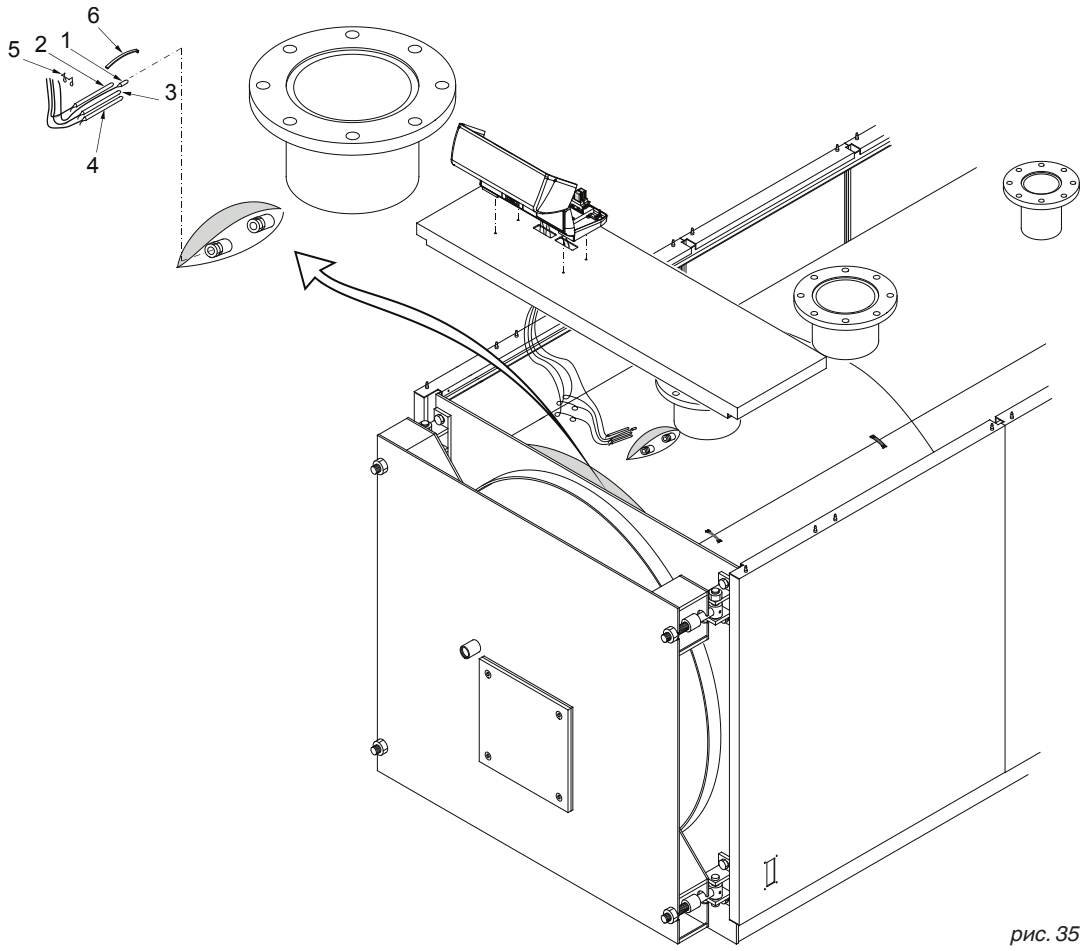

*рис. 35*
E) Установить в оболочки шарики инструментов как показано на рис. 35, и сделать электрические подключения к линии электропитания, горелке и к насосам, при наличии таковых, и т.д.
Установить в следующей последовательности датчики инструментов в отверстие/я с верхней стороны котла (п. рис. 35): термометра (пол.1), рабочего термостата (пол. 2), защитного термостата (пол. 3), термостата минимальной температуры (пол. 4).